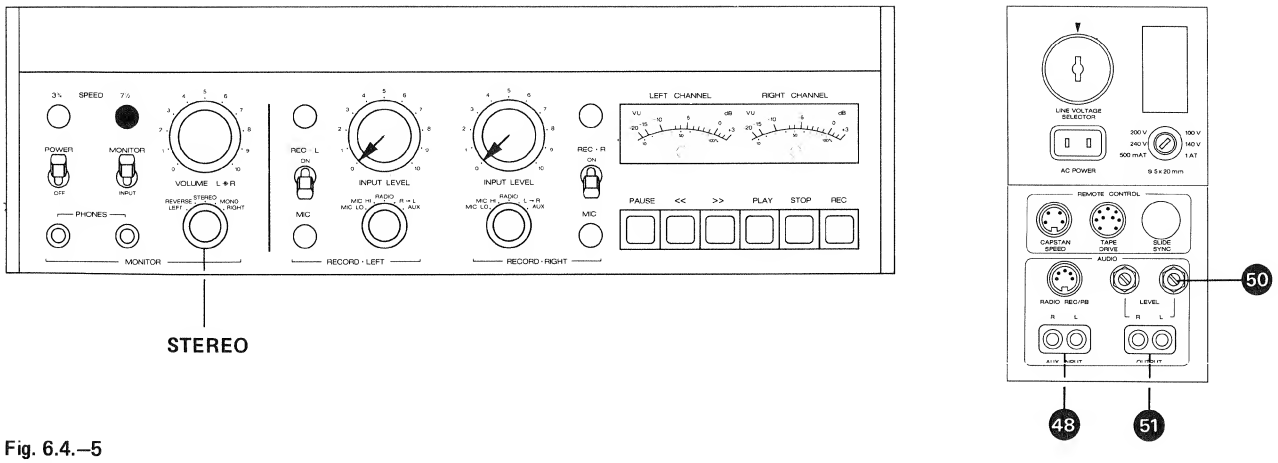

Fig. 6.4.–5
– Connect audio generator to both AUX INPUTs (48) in parallel.
– Connect audio millivoltmeter to OUTPUT (51).
– Effectuez les commutations selon la fig. 6.4.–3.
– Raccordez un générateur BF aux entrées AUX INPUT (48).
– Branchez un millivoltmètre à la sortie OUTPUT (51)
– Bedienungselemente nach Fig. 6.4.–5 einstellen.
– NF-Millivoltmeter an Ausgang (51) OUTPUT L anschliessen.
– Wiedergabetaste PLAY drücken und an Justierschraube (P) auf Ausgangsspannungs-Maximum einstellen.